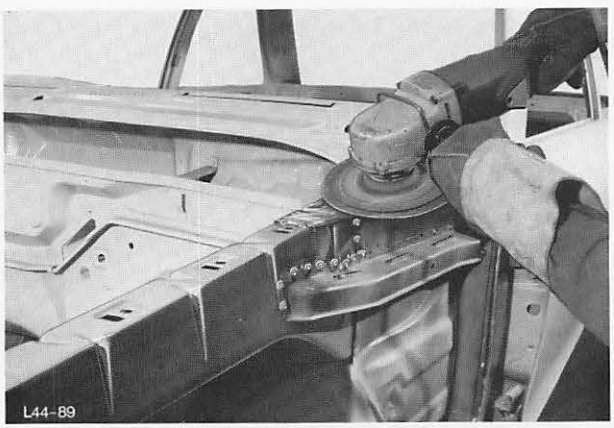

Abb. 85 Schweißstellen verputzen
9. Schweißstellen verputzen, Abb. 85.